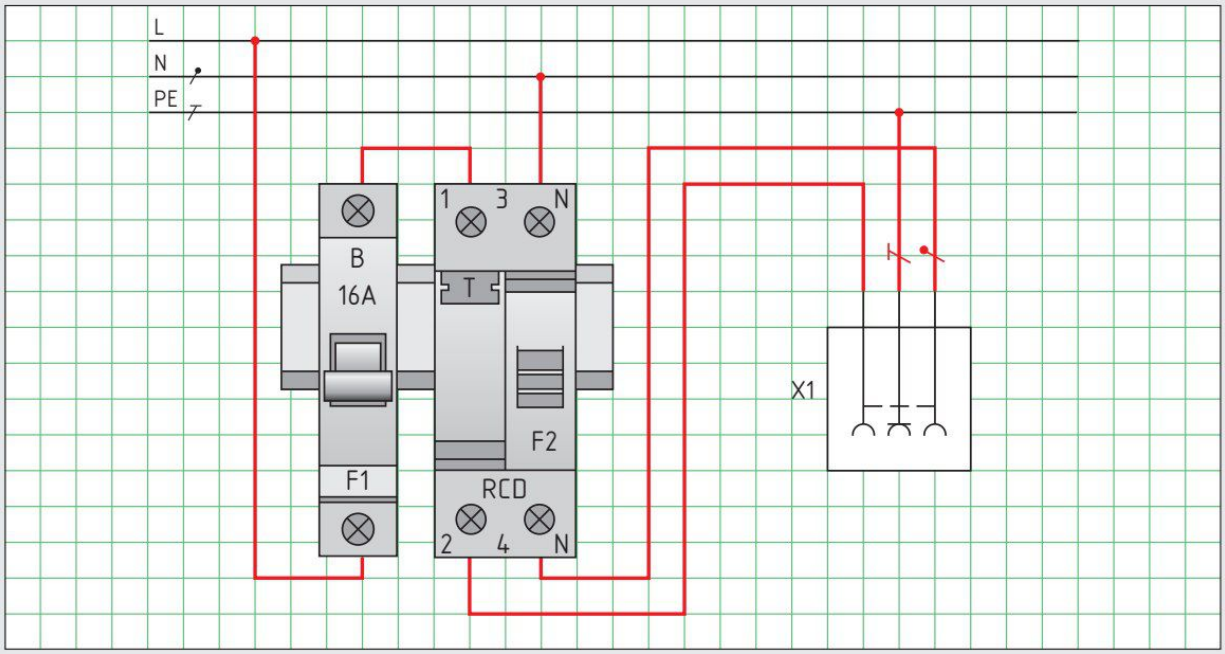

Bild 3: Stromlaufplan RCD und Außensteckdose
4. Die Außensteckdose eines Altbaus soll zusätzlich mit einer Fehlerstrom-Schutzeinrichtung (RCD) versehen werden. Zeichnen Sie den korrekten Anschluss der RCD, des Leitungsschutzschalters und der Schutzkontaktsteckdose in **Bild 3** ein.